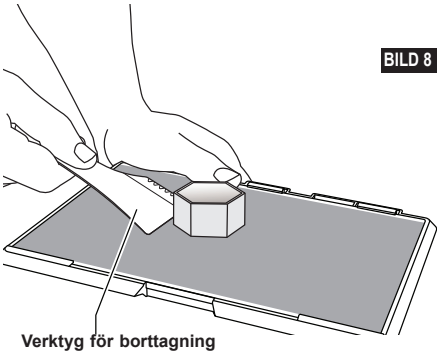

BILD 8
3. Borttagning av ditt föremål från byggplattan. Vid behov kan verktyget för borttagning av föremål användas för att ta bort föremålet från byggplattan (bild 8). Om så önskas kan byggtejpen tas bort från byggplattan medan föremålet tas bort från byggplattan. Byggtejpen kan sedan tas bort från föremålet.